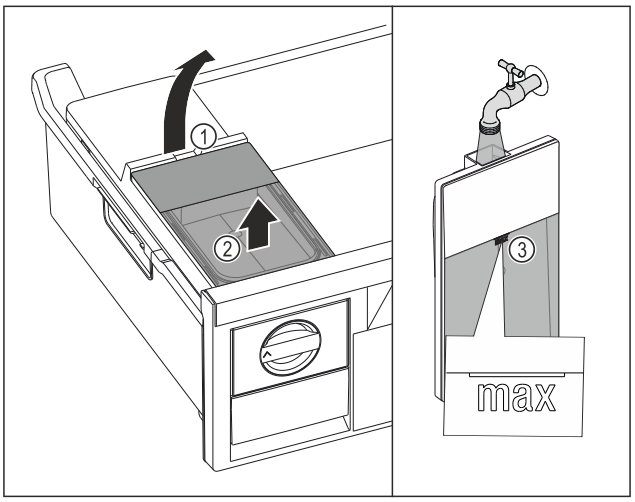

Fig. 161
▶ Watertank aan de uitsparing *Fig. 161 (1)* optillen.
▶ Watertank naar boven toe verwijderen. *Fig. 161 (2)*
▶ Watertank tot de markering *Fig. 161 (3)* vullen met drinkwater.